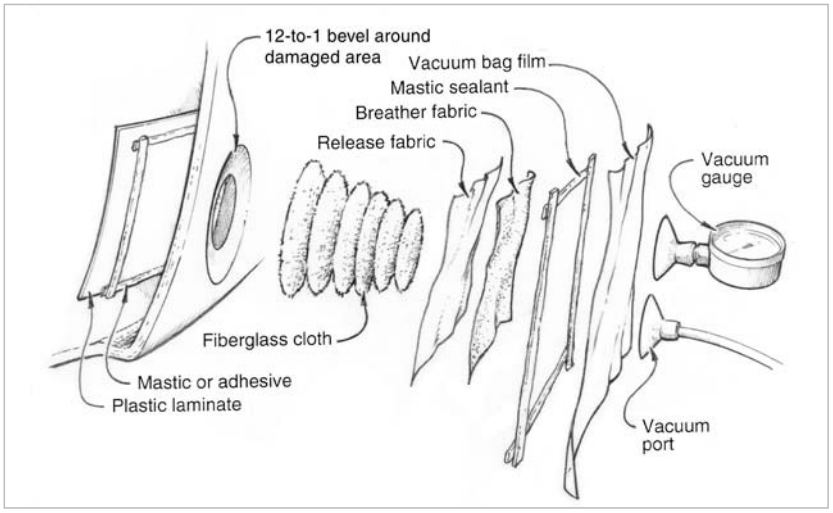

Figure 4-9 *Smooth the patch and the release fabric in place. Lay the vacuum bag material over the patch, seal the bag and attach vacuum lines.*
4. After smoothing the patch and release fabric in place, lay the vacuum bag material over the patch *(Figure 4-9)*. Remove the protective paper from the vacuum bag sealant and press the bag into the sealant around the perimeter. The lay-up must be airtight. Seal off scored or porous core material or delaminated skin and core with epoxy.